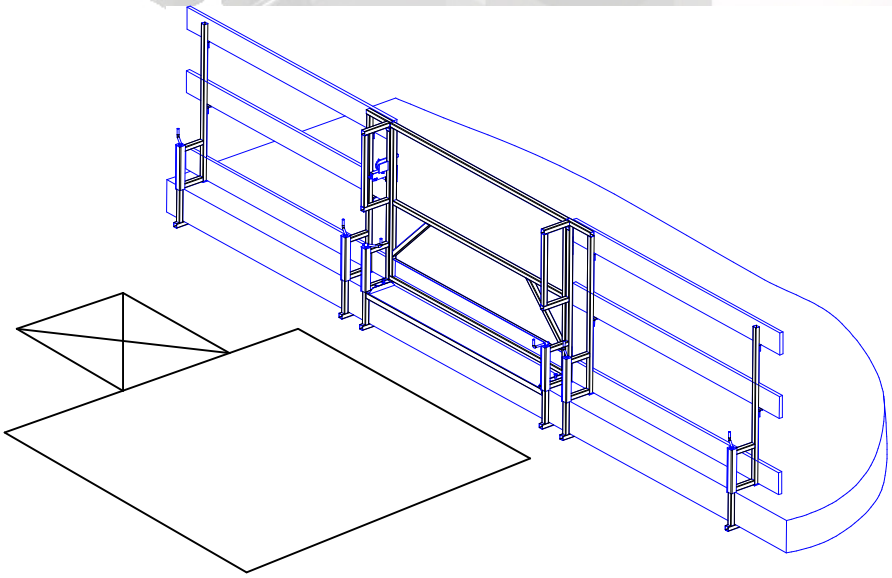

Рис.22[3] – Схема установки ограждения доступа к погрузочной площадке (на этаже), крепление за перекрытие
9.5.6.2. Допускается установки дверей ограждения с размерами: 1) в полную высоту, 2) уменьшенной высоты. Завод-изготовитель поставляет ограждение доступа к погрузочной площадке уменьшенной высоты (на этаже) высотой 1,1-1,2м (рис.22[2]), выполненные согласно ГОСТ 33558.1-2015: